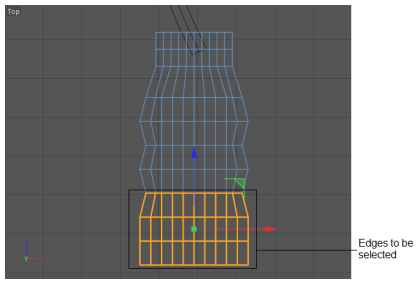

Figure 3-69 *The edges selected*
15. Choose the **Edges** tool from the Modes Palette; *Cube* is displayed in the edge mode. Choose the **Live Selection** tool from the Command Palette. In the Attribute Manager, select the **Visible Only** check box in the **Options** area. Select the edges of *Cube* in the Top viewport, as shown in Figure 3-69.